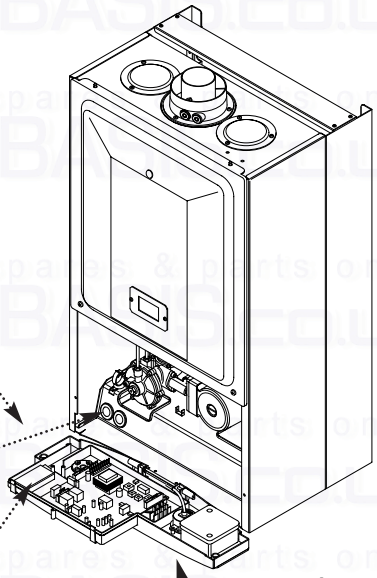

Fig. 26
2. Undo the screws securing the facia panel and hinge it down (Fig. 26).